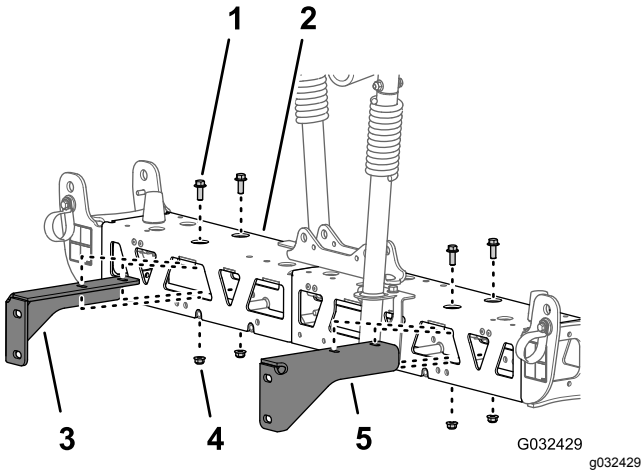

Figur 73
2. Ta bort de två flänsskruvarna (3/8 x 1 tum) och de två flänslåsmuttrarna (3/8 tum) som fäster stödfästet på centersprutrampssektionen och ta bort fästet (Figur 73).
3. Ta bort de två flänsskruvarna (3/8 x 1 tum) och de två flänslåsmuttrarna (3/8 tum) som fäster det andra stödfästet vid centersprutrampssektionen och ta bort fästet (Figur 73).